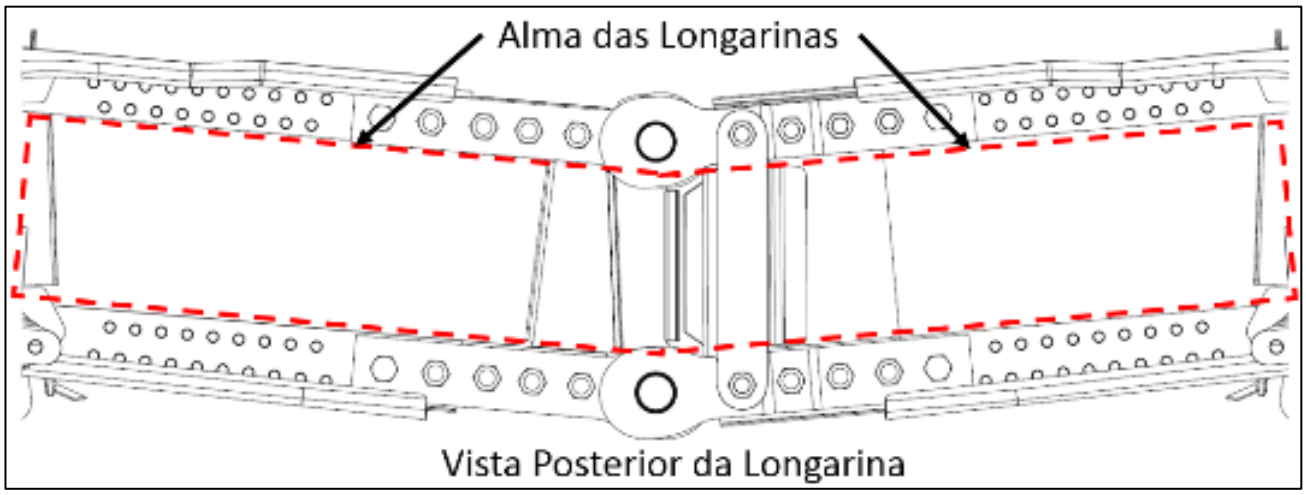

Figura 10 – Inspeção das almas das longarinas
2.3.2.3. Inspecione as almas das longarinas, conforme Figura 10.